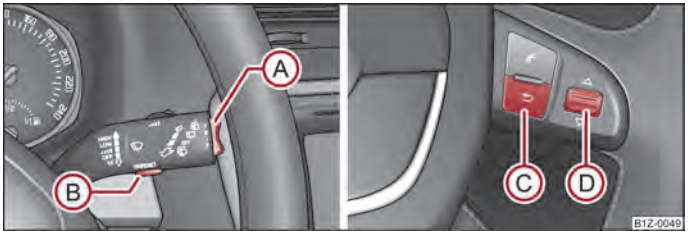

Fig. 6 Multi-functional indicator: Controls on the windshield wiper lever/controls on the multifunction steering wheel
Switching over the memory with the help of the button Ⓑ ⇒ fig. 6 on the windscreen wiper lever or with the help of the button Ⓓ on the ⇒ fig. 6 multifunction steering wheel.
The rocker switch Ⓐ and the button Ⓑ are located on the windshield wiper lever ⇒ fig. 6. Switching over and resetting is performed with the handwheel Ⓓ on the multifunction steering wheel.
If the outside temperature drops below +4 °C, a snow flake symbol (warning signal for ice on the road) appears before the temperature indicator and a warning signal sounds. After pressing the rocker switch Ⓐ at the windshield wiper lever ⇒ fig. 6 or the button Ⓒ at the multifunction steering wheel ⇒ fig. 6, the function shown last is indicated.
The driving time which has elapsed since the memory was last erased, appears in the display. If you wish to measure the driving time as of a particular time, you must set the memory to zero at this moment in time by pressing the button Ⓑ on the windshield wiper lever ⇒ fig. 6 or the handwheel Ⓓ on the multifunction steering wheel ⇒ fig. 6 for longer than 1 second.
If you wish to determine the average fuel consumption over a certain period of time you must set the memory to zero at the start of the measurement using the button Ⓑ on the windshield wiper lever ⇒ fig. 6 or with the handwheel Ⓓ on the multifunction steering wheel ⇒ fig. 6 . A zero appears in the display for the first 100 m you drive after erasing the memory.
The distance driven since the memory was last erased appears in the display ⇒ page 14. If you wish to measure the distance driven of a particular time, you must set the memory to zero at this moment in time by pressing the button Ⓑ ⇒ fig. 6 on the windshield wiper lever or the handwheel Ⓓ on the multifunction steering wheel ⇒ fig. 6.
The average speed since the memory was last erased is shown in the display in km/hour ⇒ page 14. If you wish to determine the average vehicle speed over a certain period of time you must set the memory to zero at the start of the measurement using the button Ⓑ on the windshield wiper lever ⇒ fig. 6 or with the handwheel Ⓓ on the multifunction steering wheel ⇒ fig. 6 .
– With the Ⓐ button on the multi-function steering wheel ⇒ fig. 6 or the handwheel Ⓓ on the multi-function steering wheel ⇒ fig. 6 , choose the menu point **Warning against excessive speeds**.